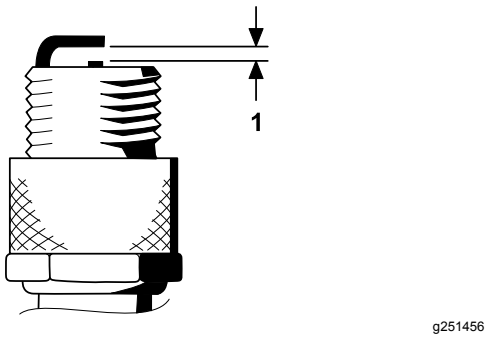

Figura 34
4. Ajuste la distancia entre los electrodos central y lateral a 0,76 mm, tal y como se muestra en la Figura 34).